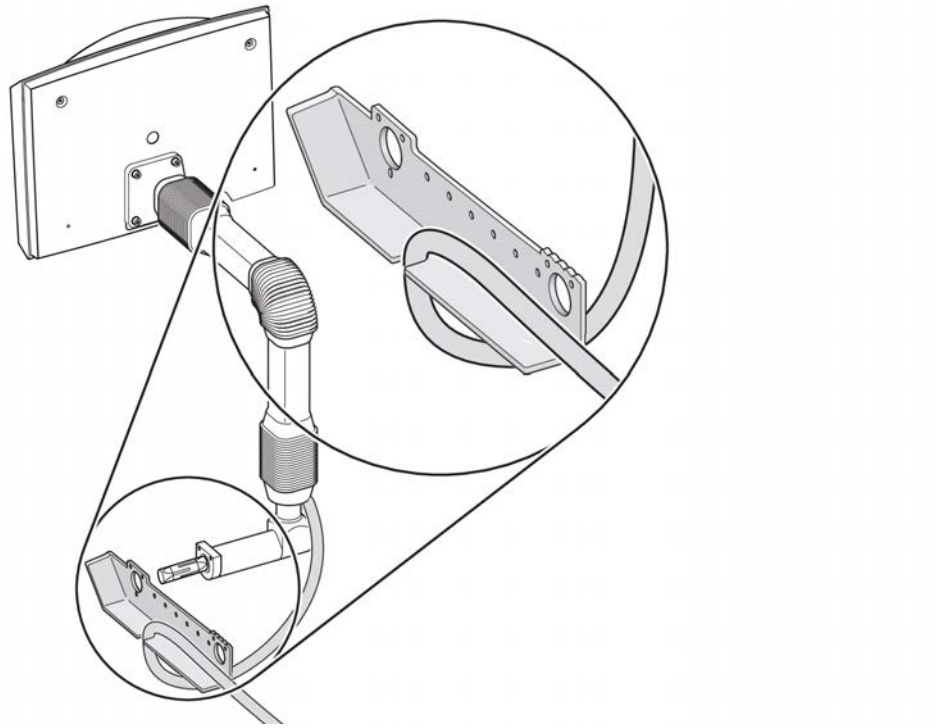

Figure 2-16. RP 98 cable connection
2) Pull the RP 98 cable through the cable entry in the cover according to Figure 2-16 "RP 98 cable connection" on page 30.